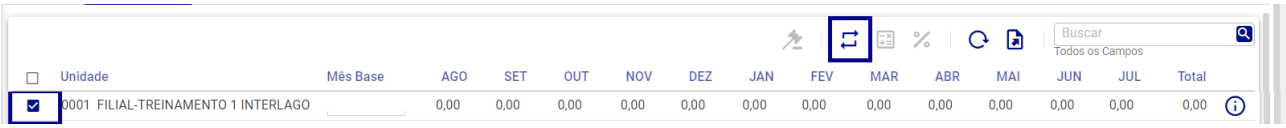

Figura 298: Repetição de Valores
- **Repetição de Valores (Figura 298):** Permite replicar o valor de um mês selecionado para os meses subsequentes.